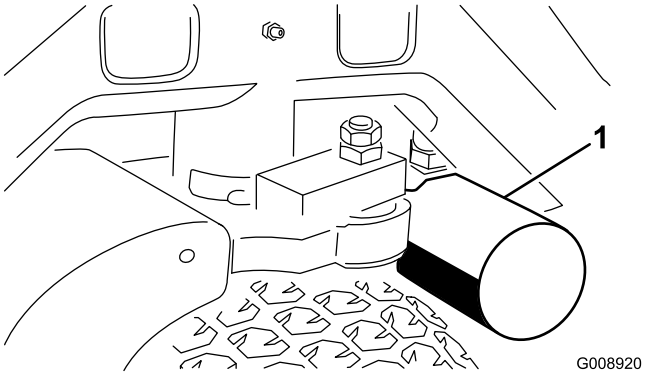
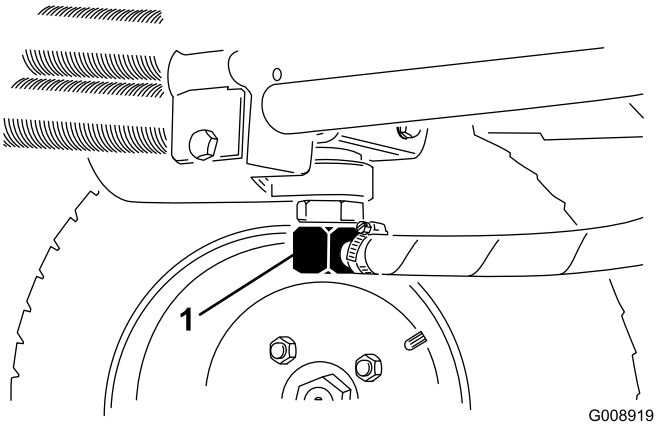

**Figur 58**
**Figur 59**
3. Rengör runt området där filtret ska monteras. Placera ett avtappningskärl under filtret (Figur 58) och avlägsna filtret.
2. Lossa hydraulledningen (Figur 59) eller avlägsna hydraulfiltret (Figur 58) och låt hydrauloljan rinna ned i ett uppsamlingstråg. Sätt tillbaka hydraulledningen när hydrauloljan har slutat att droppa.